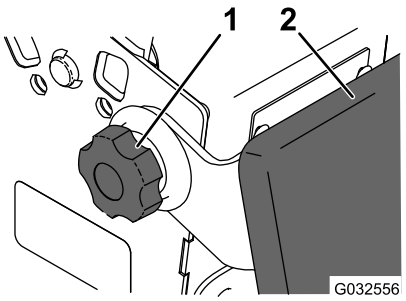

Figure 34
2. Desserrez les boutons rotatifs de chaque côté de la machine (Figure 34).